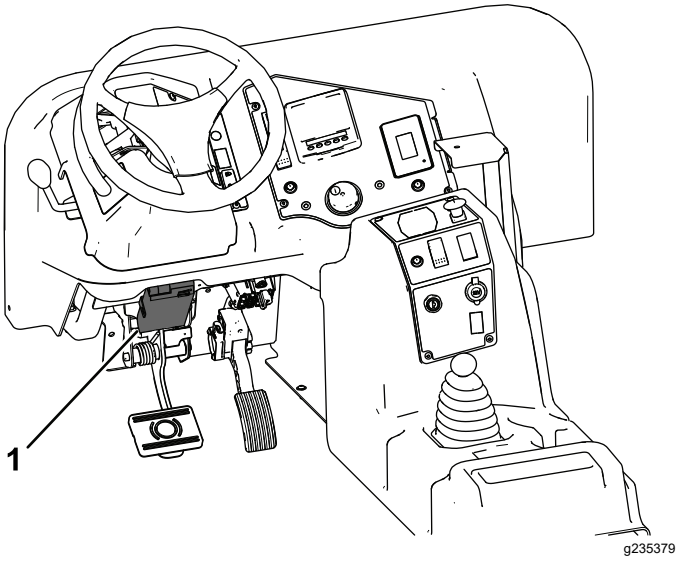

**Rysunek 8**
1. Zamocuj sterownik hamulcowy (Rysunek 8) w obszarze przy lewym dolnym narożu deski rozdzielczej, używając do tego 2 śrub (nr 10 x ⅞ cala) i nakrętek (nr 10).